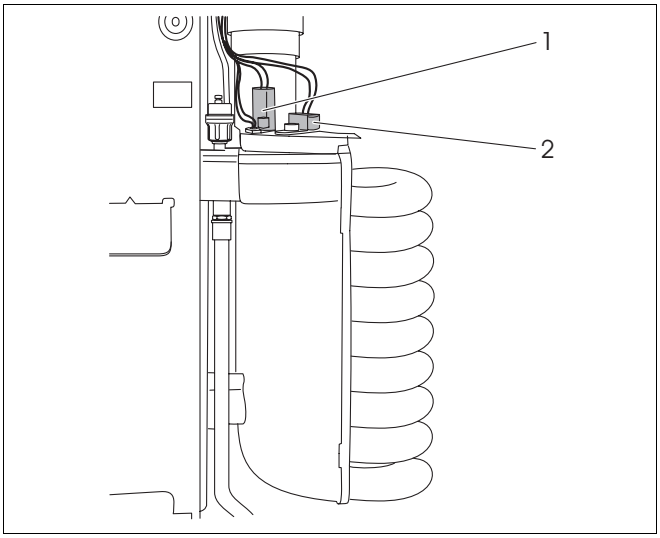

Rys. 51 Demontaż żarowej elektrody zapłonowej i elektrody jonizacyjnej
Demontaż żarowej elektrody zapłonowej (rys. 51, poz. 1)
- Odkręcić śrubę w uchwycie żarowej elektrody zapłonowej (rys. 51, **poz. 1**).
- Wyjąć do góry żarową elektrodę zapłonową (rys. 51, **poz. 1**).
Demontaż elektrody jonizacyjnej (rys. 51, poz. 2).
- Odchylić na bok blachę ustalającą i wyjąć ostrożnie elektrodę jonizacyjną (rys. 51, **poz. 2**) do góry.
Demontaż żarowej elektrody zapłonowej (rys. 51, strona 73)
Demontaż elektrody jonizacyjnej (rys. 51, strona 73)